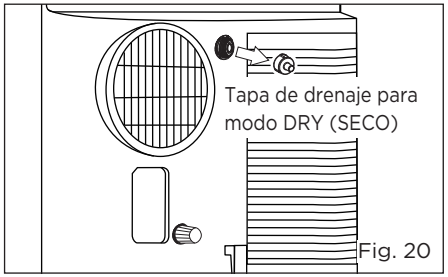

Fig. 20
- Desenrosque la tapa del drenaje de la salida de drenaje continuo (Fig. 20).